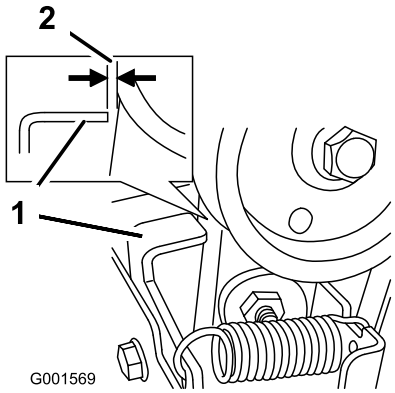

Figur 40
3. Når spiralbladets/viftehjulets spak er deaktivert, påse at mellomrommet mellom spiralbladclutchen og tappen er 1,5 mm (Figur 40).